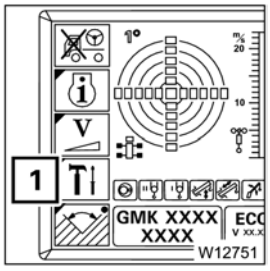
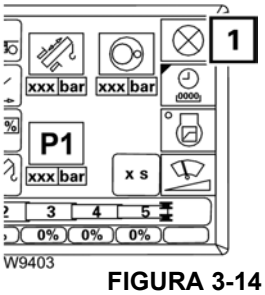

FIGURA 3-13
FIGURA 3-14
1. De ser necesario, en la pantalla ECOS, abra el menú principal y presione el botón F4 (1) (Figura 3-13). Se abre el submenú de configuraciones (Figura 3-14).
2. Presione el botón F5 (1) (Figura 3-14).